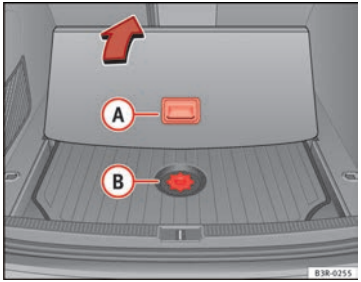

Fig. 189 Access to the toolbox and jack
– Take hold of handle (A) and fold back the floor panel in the luggage compartment ⇒ fig. 189.
– Unscrew the attachment screw from cover (B) ⇒ fig. 189.